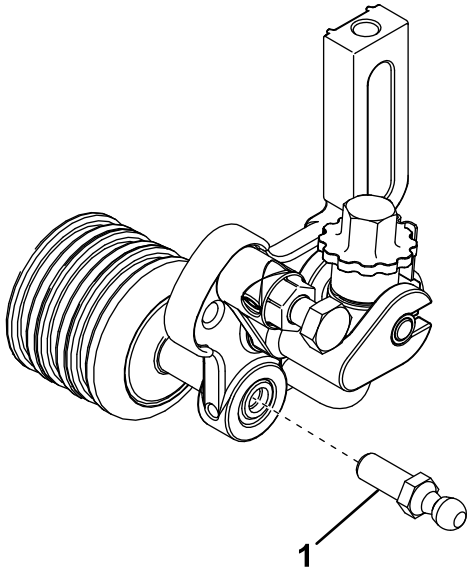

図 6
10. グルーマの前ローラの左右両端にボールスタッドを取り付ける図 6。